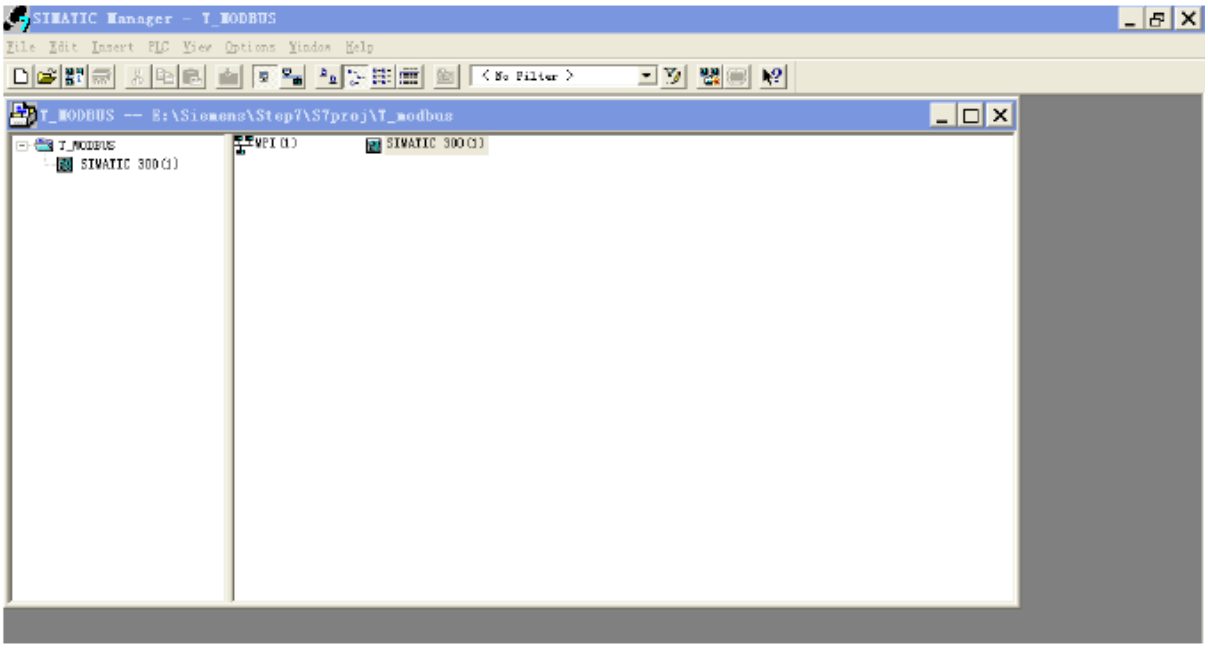

图 3
3. Insert->Station->SIMATIC 300 Station，如图 3：